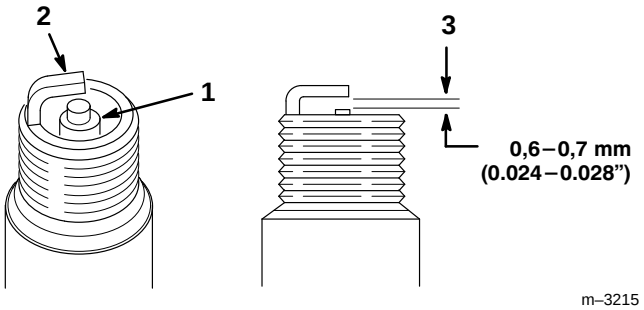

Figure 34
1. Inspecter le centre des bougies (Fig. 34). Si le bec de l'isolateur est recouvert d'un léger dépôt gris-brun, le moteur fonctionne correctement. S'il est couvert d'un dépôt noir, c'est généralement signe que le filtre à air est encrassé.
2. Contrôler l'écartement entre l'électrode centrale et l'électrode latérale (Fig. 34). Courber l'électrode latérale (Fig. 34) si l'écartement est incorrect.